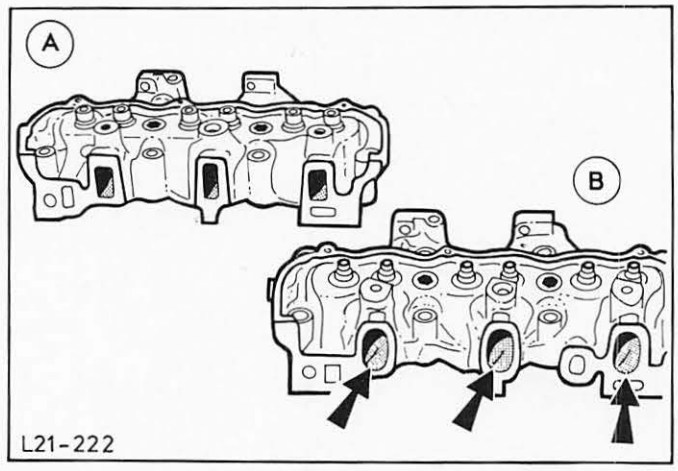

Abb.2 Ansaugkanäle der Zylinderköpfe
- Erweiterte Ein- und Auslaßkanäle im Zylinderkopf, Abb.2.